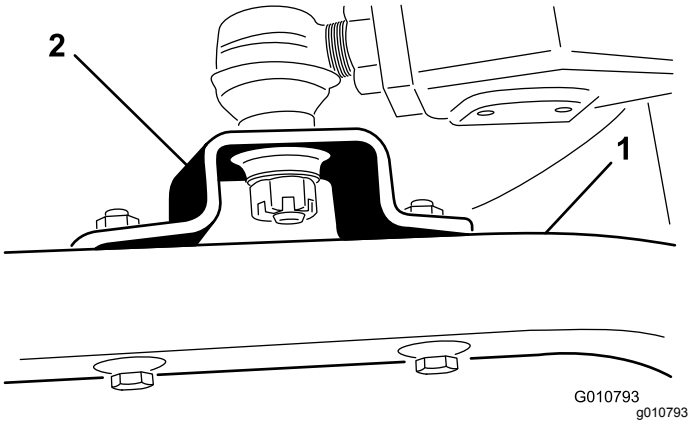

Figur 19
3. Ta bort huvudskruvarna och låsmuttrarna som fäster kulledsfästena till svänghjulsarmarna på klippenheten (Figur 19).